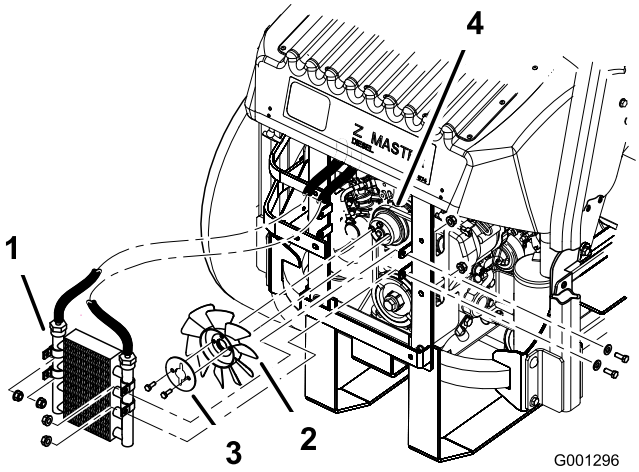

Figur 65
5. Ta bort de fyra bultar som håller fast oljekylaren och flytta kylaren åt sidan (Figur 65).
6. Ta bort de två bultar som håller fast fläkten och fläktplåten på maskinen (Figur 65).
10. Montera fläkten och fläktplåten på maskinen med hjälp av de två bultarna som togs bort tidigare (Figur 65).
11. Montera oljekylaren med de fyra bultarna som togs bort tidigare (Figur 65).